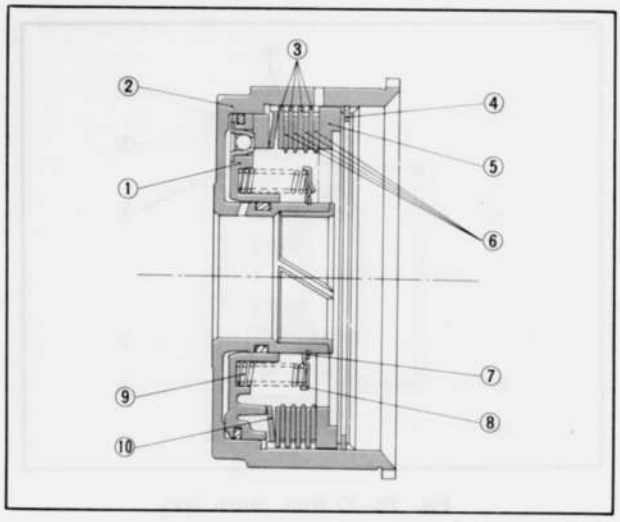

Fig. 7B–19 Front clutch ass'y
4. Remove the piston by blowing compressed air into the oil hole as shown in Fig. 7B–21.